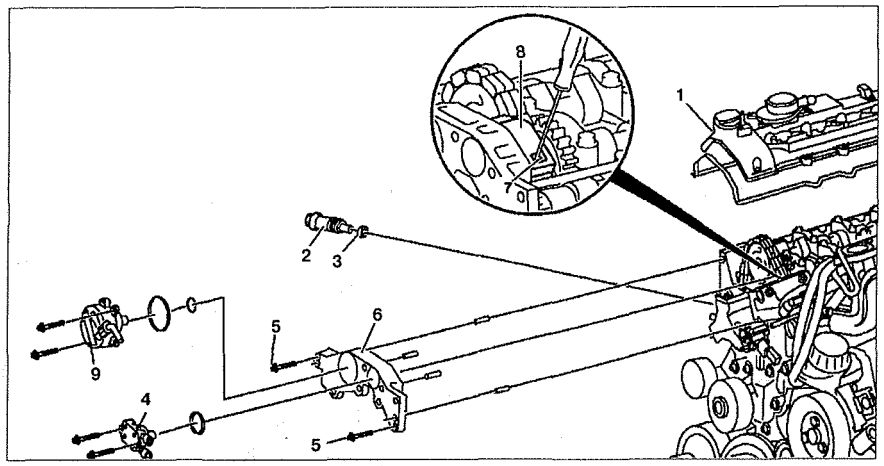

Рис. 5.11. Передняя крышка головки блока цилиндров:
1. Снимите крышку головки блока цилиндров **1** (см.рис.5.11).